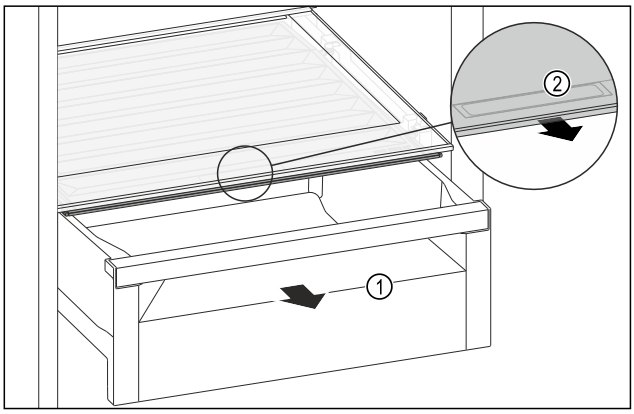

Fig. 200
▶ Extrageți sertarul *Fig. 200 (1)*.
▶ Prindeți mânerul încastrat *Fig. 200 (2)* de la capacul compartimentului și trageți concomitent capacul compartimentului spre partea frontală.